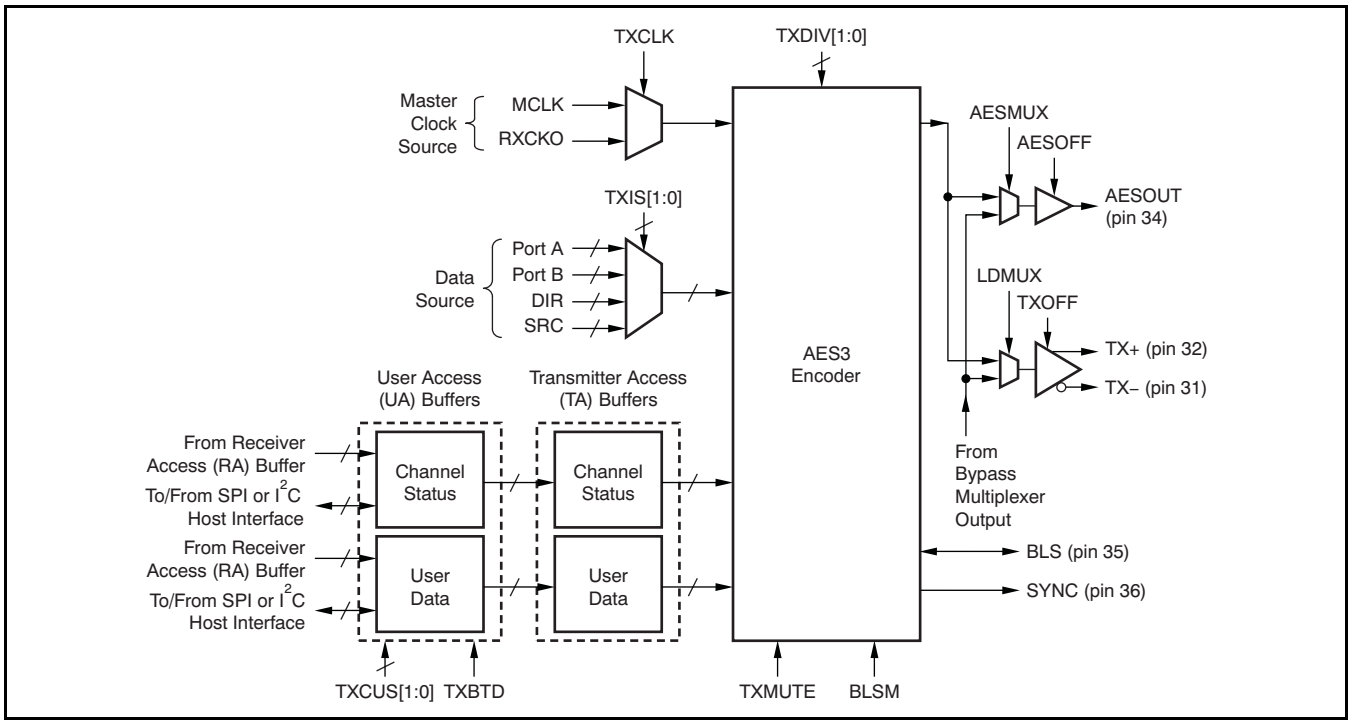
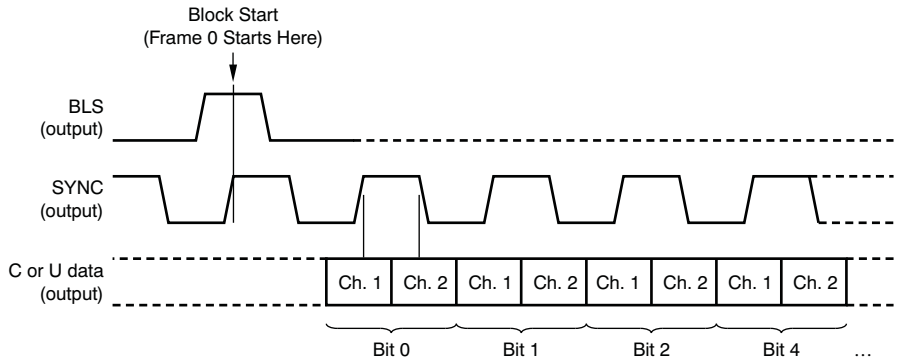

Figure 65. Digital Interface Transmitter (DIT) Functional Block Diagram
Figure 71. DIR Channel Status and User Data Serial Output Format Via the GPO Pins
The DIT encodes a given two-channel or data-reduced audio input stream into an AES3-encoded output stream. In addition to the encoding function, the DIT includes differential line driver and CMOS buffered output functions. The line driver is suitable for driving balanced or unbalanced line interfaces, while the CMOS buffered output is designed to drive external logic or line drivers, as well as optical transmitter modules. Figure 65 illustrates the functional block diagram for the DIT.
The AES3 encoder output is connected to the output line driver and CMOS buffer source multiplexers. As shown in Figure 65, the source multiplexers allow the line driver or buffer to be driven by the AES3-encoded data from the DIT, or by the bypass multiplexer, which is associated with the outputs of the four differential input line receivers preceding the DIR core. The bypass multiplexer allows for one of the four line receiver outputs to be routed to the line driver or buffer output, thereby providing a bypass mode of operation. Both the line driver and CMOS output buffer include output disables, set by the TXOFF and AESOFF bits in control register 0x08. When the outputs are disabled, they are forced to a low logic state.
The decoded audio data, along with the internally-generated sync clocks, may be routed to other function blocks, including Port A, Port B, the SRC, and/or the DIT. The decoded channel status and user data is buffered in the corresponding Receiver Access (RA) data buffers, then transferred to the corresponding User Access (UA) data buffers, where it may be read back through either the SPI or I^2C serial host interface. The contents of the RA buffers may also be transferred to the DIT UA data buffers; see Figure 65. The channel status and user data bits may also be output serially through the general-purpose output pins, GPO[4:1]. Figure 71 illustrates the output format for the GPO pins when used for this purpose, along with the DIR block start (BLS) and frame synchronization (SYNC) clocks. The rising edges of the DIR SYNC clock output are aligned with the start of each frame for the received AES3 data.